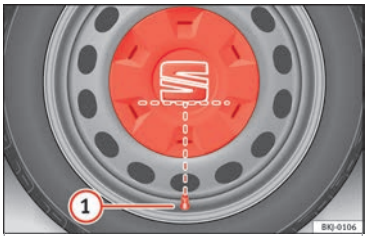

Rys. 77 Prawidłowo założona osłona piasty na feldze stalowej.
- Nałożyć osłonę piasty na obręcz koła. Podstawa litery „S“ z napisu SEAT powinna znajdować się nad zaworem opony »» **rys. 77** (1).